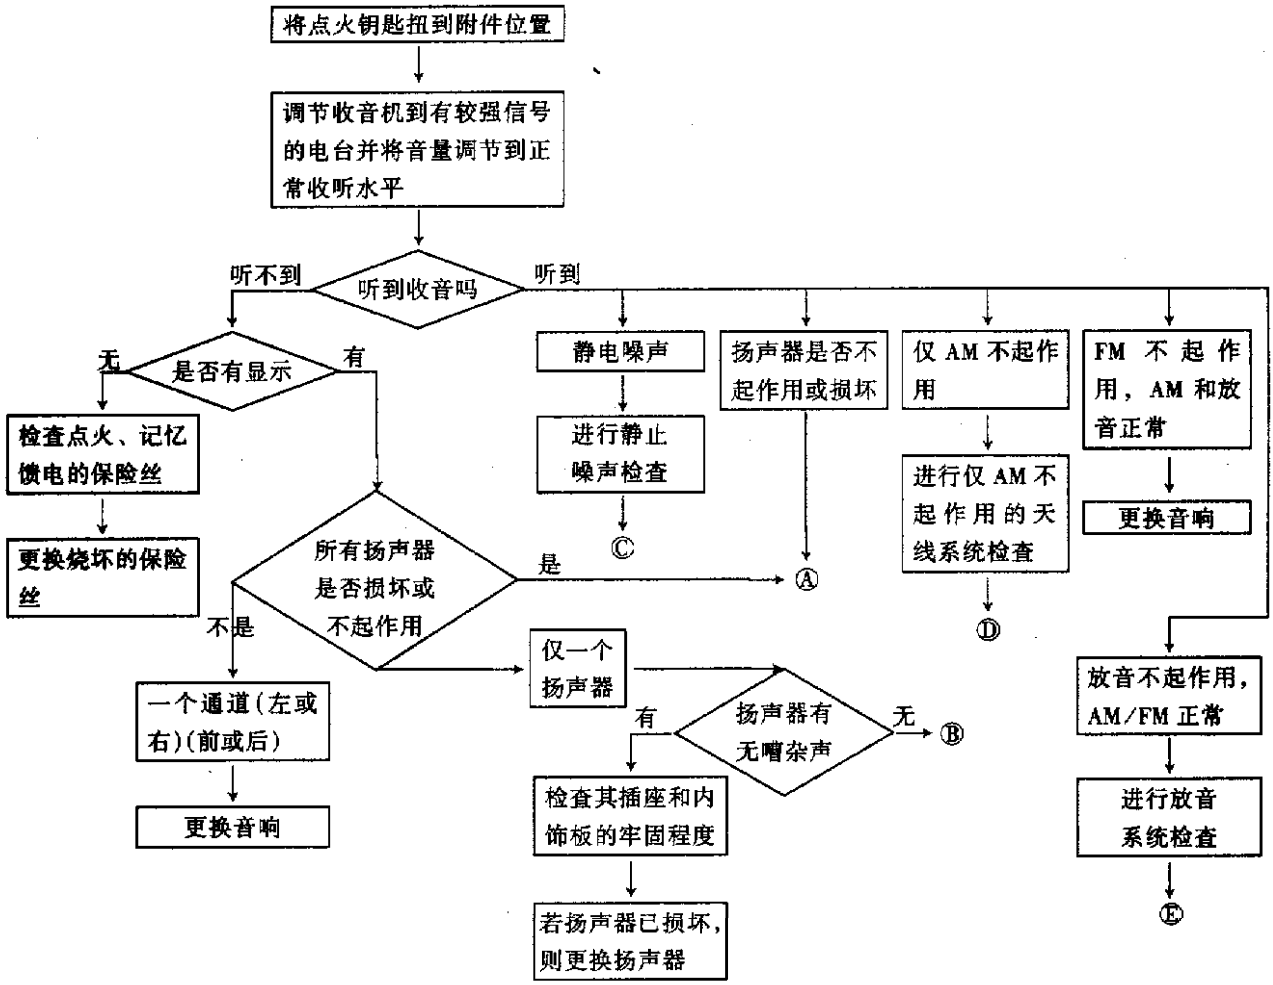

图 12-33　音响系统故障诊断(一)
(2)音响系统故障诊断，如图 12-33～图 12-38 所示。